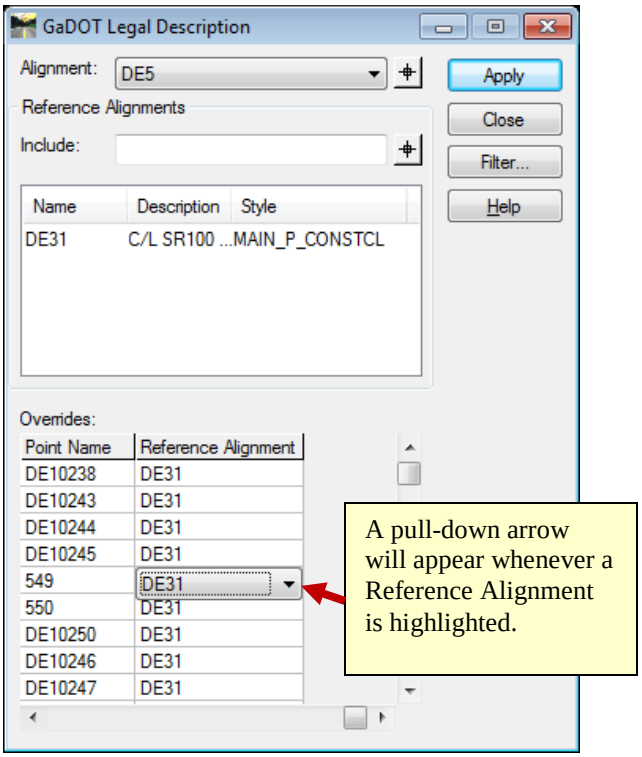
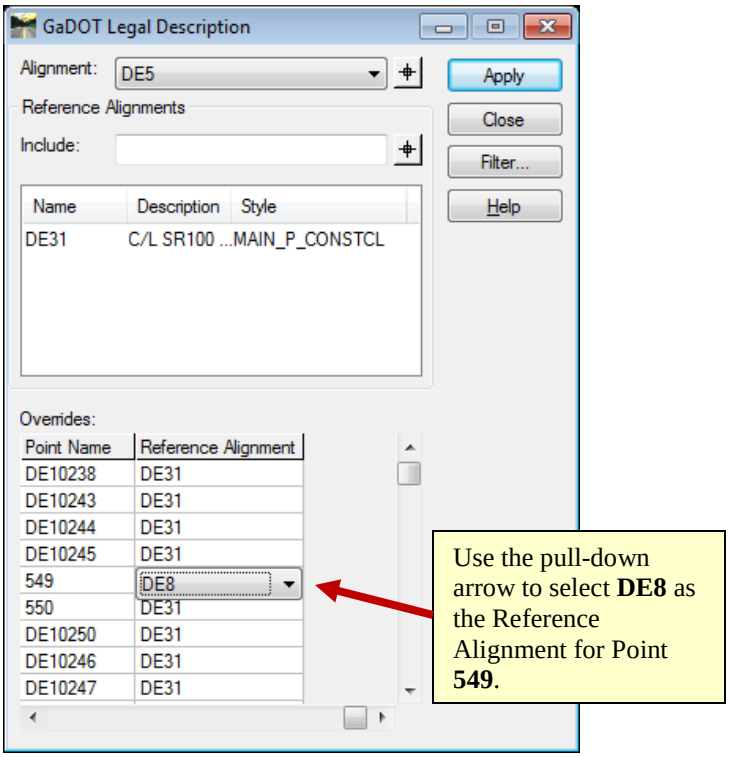
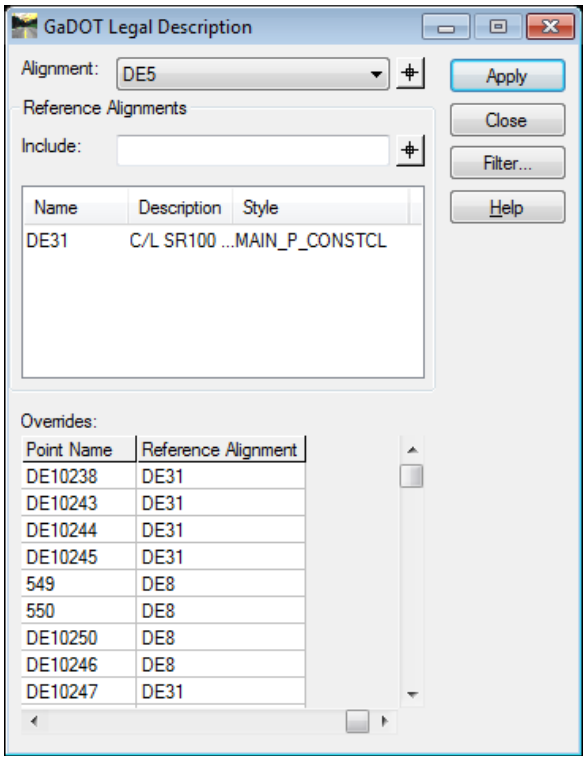

Figure L12-57 GaDOT Legal Description
Figure L12-58 GaDOT Legal Description
Figure L12-59 GaDOT Legal Description
53.	**Many Right-of-Way Alignments are bound by two or more Roadways. In such cases the Designer may choose to reference some Right-of-Way Alignment Points to different Roadway Centerline Alignments. The GaDOT Legal Description dialog allows Points to be manually edited to reference different Roadway Alignments in the 'Overrides:' field. Change Points 549, 550, DE10250 and DE10246 to reference the Centerline Alignment DE8 (Stoffel Rd.).** • In the **GaDOT Legal Description** dialog, Left click on **DE31** next to Point **549**. • Notice the cell now contains a pull-down arrow as shown in *Figure L12-57*. • Use the pull-down arrow to select Alignment **DE8** as shown in *Figure L12-58*. • Use the pull-down arrow to select Alignment **DE8** for the Points **550**, **DE10250** and **DE10246**. • Ensure your **GaDOT Legal Description** dialog matches that shown in *Figure L12-59*.